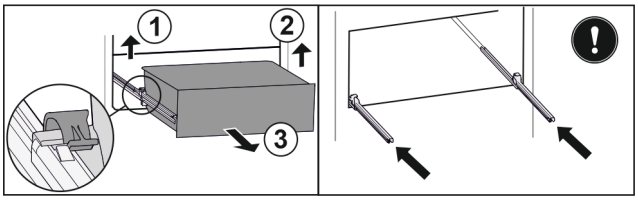

Fig. 223
▶ Lift left clamp and simultaneously pull drawer forwards on the left. *Fig. 223 (1)*
▶ Lift right clamp and simultaneously pull drawer forwards on the right. *Fig. 223 (2)*
▶ Remove drawer to the front. *Fig. 223 (3)*